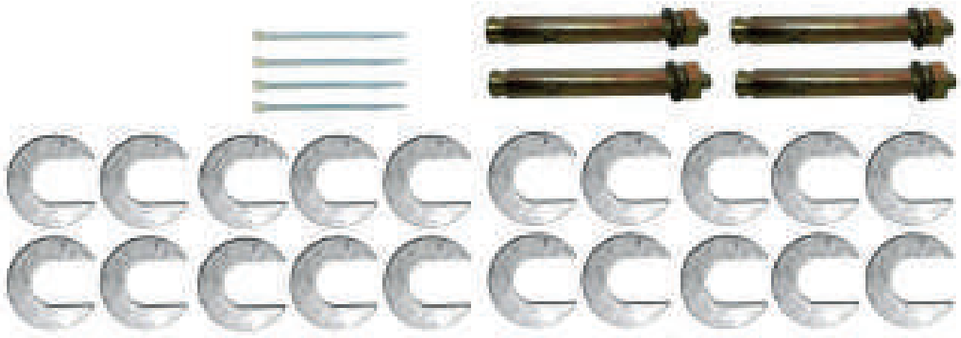

Fig. 7
4. Compruebe las partes de la bolsa de piezas de acuerdo con la lista de bolsas de piezas (véase la Fig. 7).